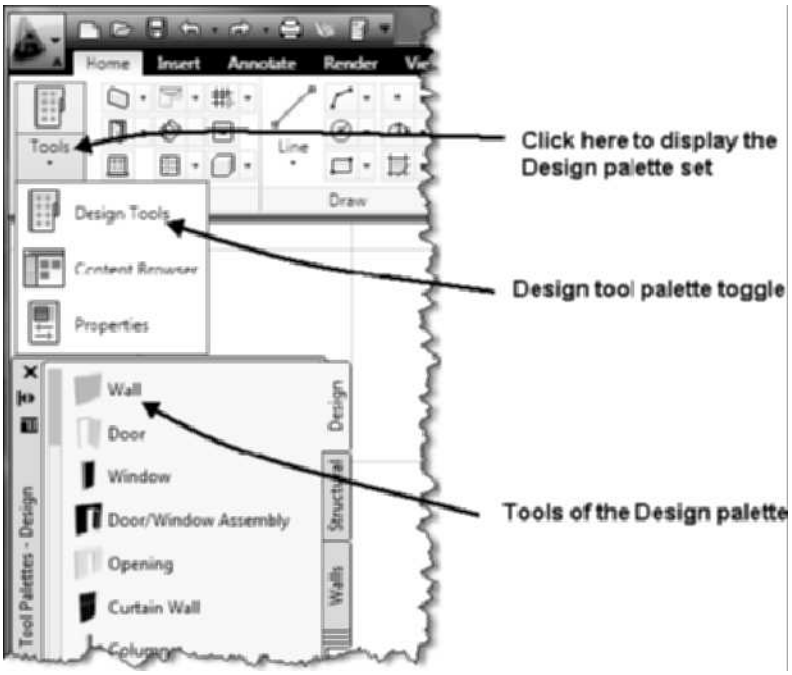
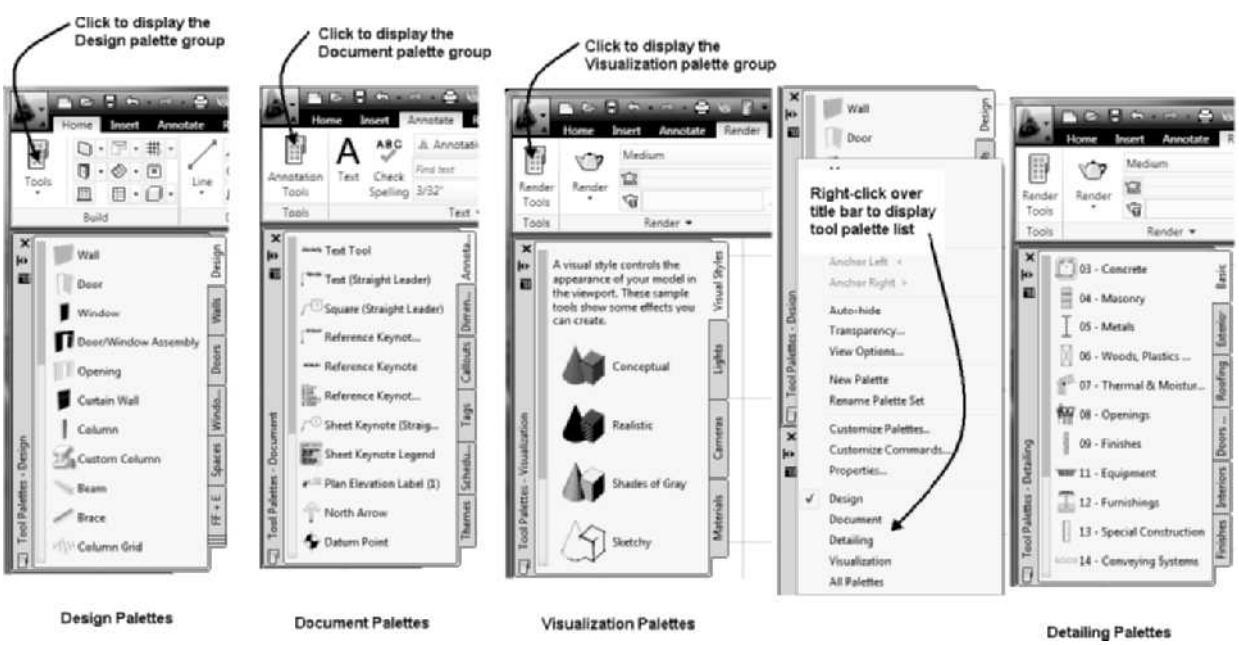

FIGURE 1.18 *Accessing the Design tool palettes of the Home tab*
FIGURE 1.19 *Tool palette groups*
Select commands by clicking the icon of the tool palette as shown in Figure 1.18. When the command is executed, the Properties palette opens; review the settings in the Design tab and respond to the prompts in the command line or the Dynamic Prompts in the workspace. The tool palettes can be customized to include additional tools needed by the designer. You can drag styles of objects created in the **Style Manager** to a tool palette. You can click and drag content such as plumbing fixtures and furniture from the DesignCenter and **Content Browser** onto tool palettes. These palettes are grouped into four palette sets: Design, Document, Detailing, and Visualization. The content of the palette sets consists of a sample of tools available from the Content Browser. You can right-click over the title bar of the tool palettes and choose the palette set as shown in Figure 1.19. The Design, Document, and Visualization palette groups can be accessed from the Ribbon as shown in Figure 1.19.
2. Choose the Annotate tab. Click twice the **Annotation Tools** button of the Tools panel at left on the tab to display the Document palette set as shown in Figure 1.19. The Document palette includes tool palettes for dimensioning, annotating, tagging, placing callouts, and placing schedules.
3. Choose the Render tab. Choose the **Render Tools** button of the Tools panel located at left on the tab to display the Visualization palette set as shown in Figure 1.19. The Visualization palette includes Visual Styles, Lights, Camera, and Materials palettes.